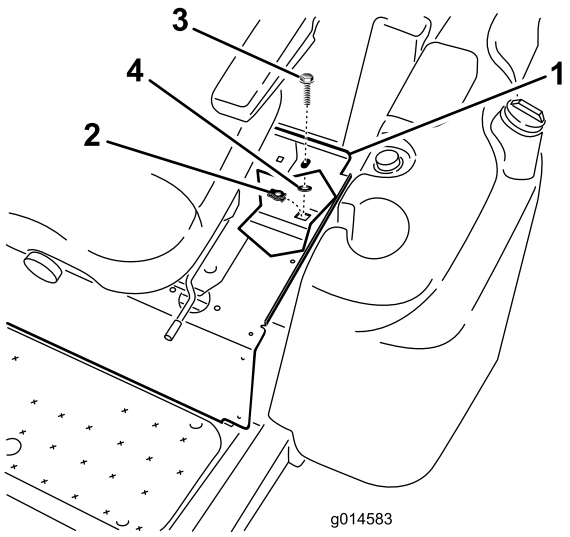

Figure 4
2. Install a retaining nut at the frame hole under the left rear corner of the seat plate (Figure 4).